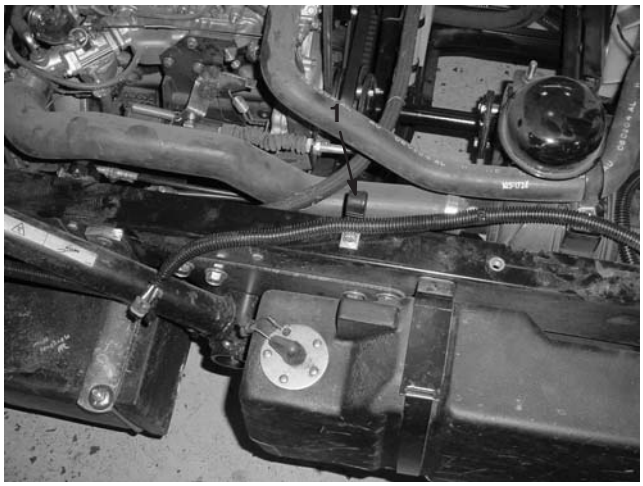

Figura 21
8. Monte um dispositivo de fixação J na calha transversal do chassis do veículo com um parafuso de 3/8–16 x 3/4 pol. de comp., como se mostra na Figura 21. Passe a cablagem pelo dispositivo de fixação J, como se mostra na Figura 21.